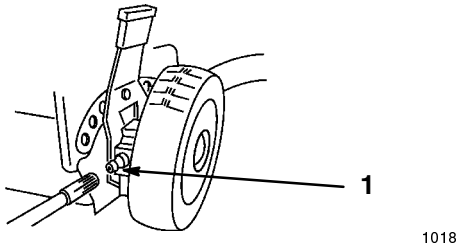

**Figure 35**
**1.** Wipe the grease fittings on the rear wheel height adjustment levers (Fig. 35) with a clean rag.